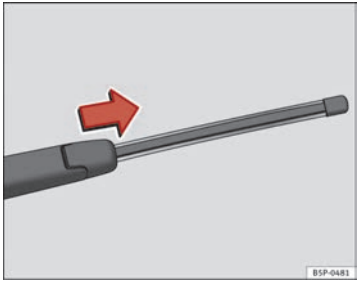

Fig. 186 Removing rear window wiper blade
– Lift the wiper arm away from the glass ⇒ Fig. 186
– Slide the blade adapter in the direction of the arrow and remove the blade ⇒ Fig. 186.